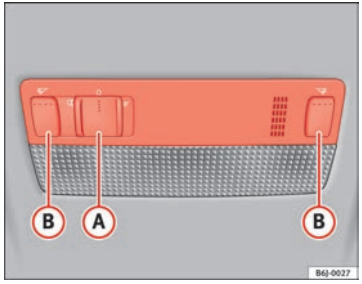

Fig. 62 Front reading light
Press the corresponding button (B) ⇒ Fig. 62 to switch on the reading light.